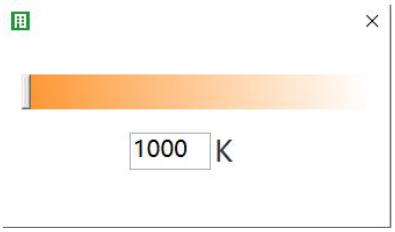

Fig.2.5(3) color temperature
⑭color Temperature：According to the device type, determine whether the color temperature setting is supported, if it is supported, double-click to set the target color temperature of the device or group, and the color temperature range is configured according to the ETS, as shown in Fig. 2.5(3). Otherwise, display "N/A".
⑮color：According to the device type, determine whether the color setting is supported, if it is supported, double-click to set the target color of the driver or group,as shown in Fig. 2.5(4). Otherwise, display“N/A”.